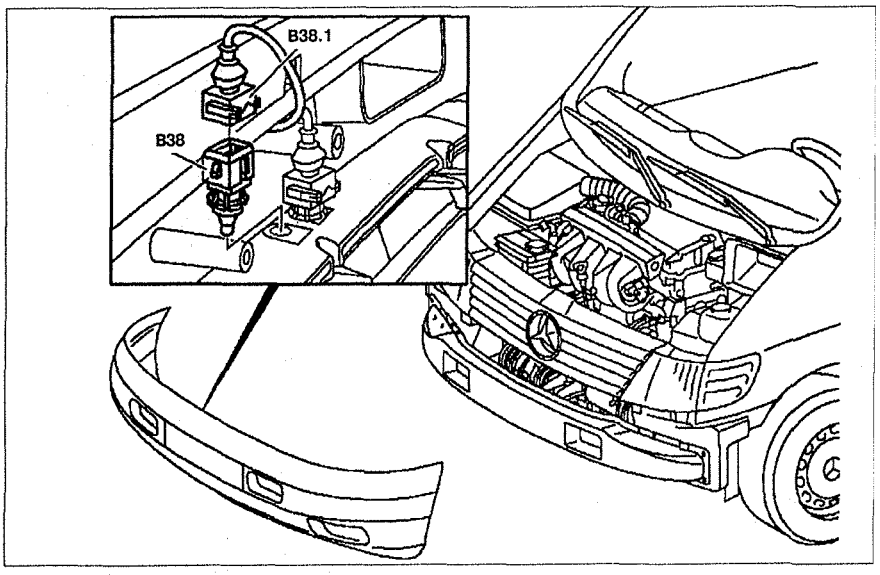

Рис. 10.11. Датчик температуры наружного воздуха:
2. Отсоедините разъем проводки **B38.1** от датчика (см.рис.10.11).